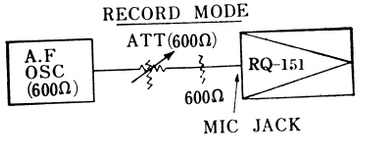

Fig. 11
Measuring Circuit: Refer Fig. 11
1. As shown in fig. 11 connect output of AF Oscillator to Microphone Input Jack of RQ-151 through Attenuator (terminate with 600Ω if impedancn of attenuator is 600Ω).